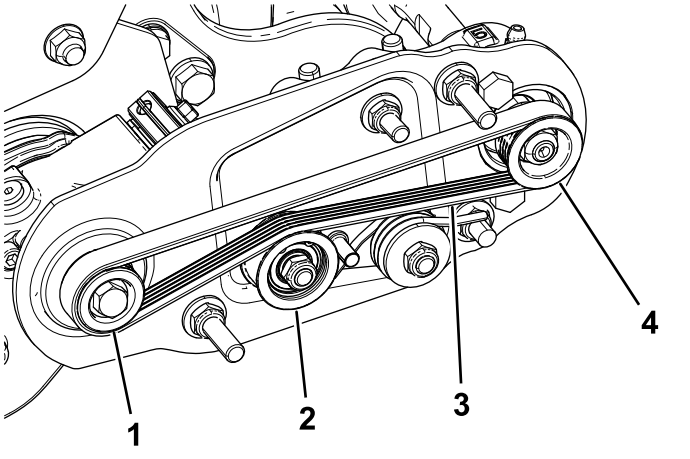

Figura 16
- Coloque la correa alrededor de la polea **motriz** y luego por encima de la polea tensora (Figura 16).